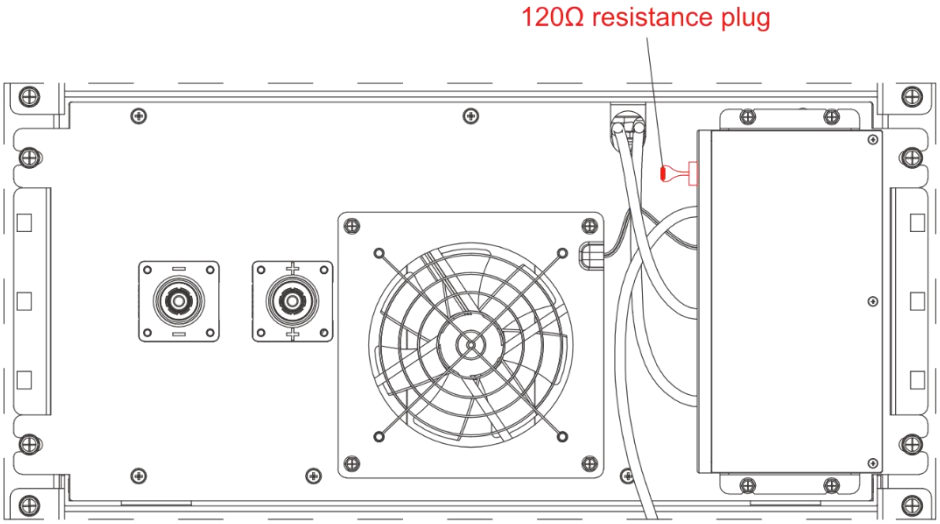

Figure 2.10
(6) The last battery box BMU output communication port has a 120Ω resistance plug (Figure 2.10)